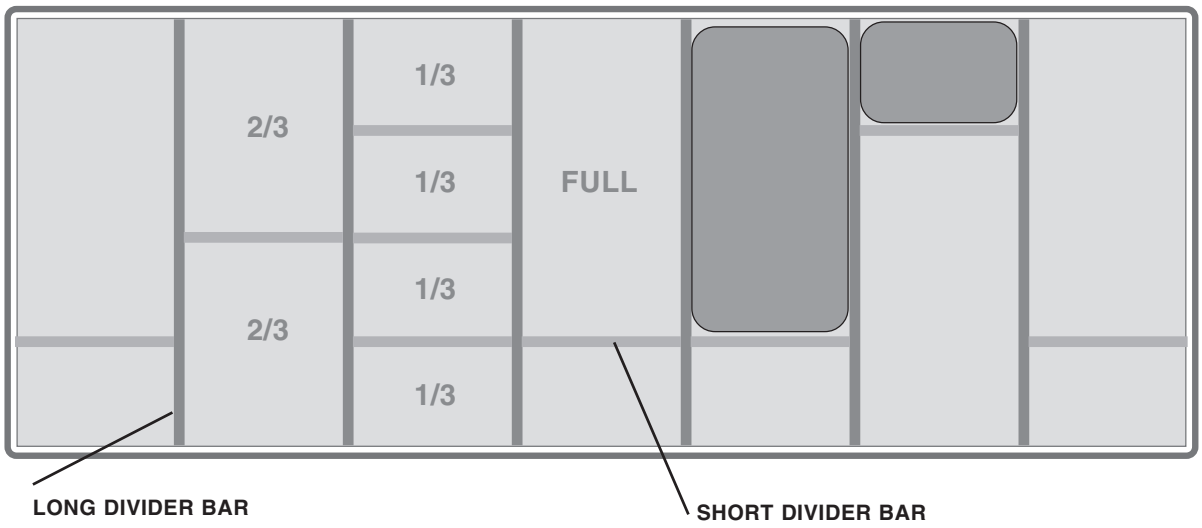

Fig. 7
4. Install the long divider bars front to rear (Fig. 7).
5. Install the short divider bars side to side (Fig. 7).
6. Install the pans between the divider bars (Fig. 7).